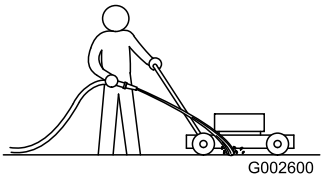

Figur 39
1. Mens plæneklipperen står på en plan flade og motoren kører, skal du sprøjte en vandstråle ind foran det **højre** baghjul (Figur 39).